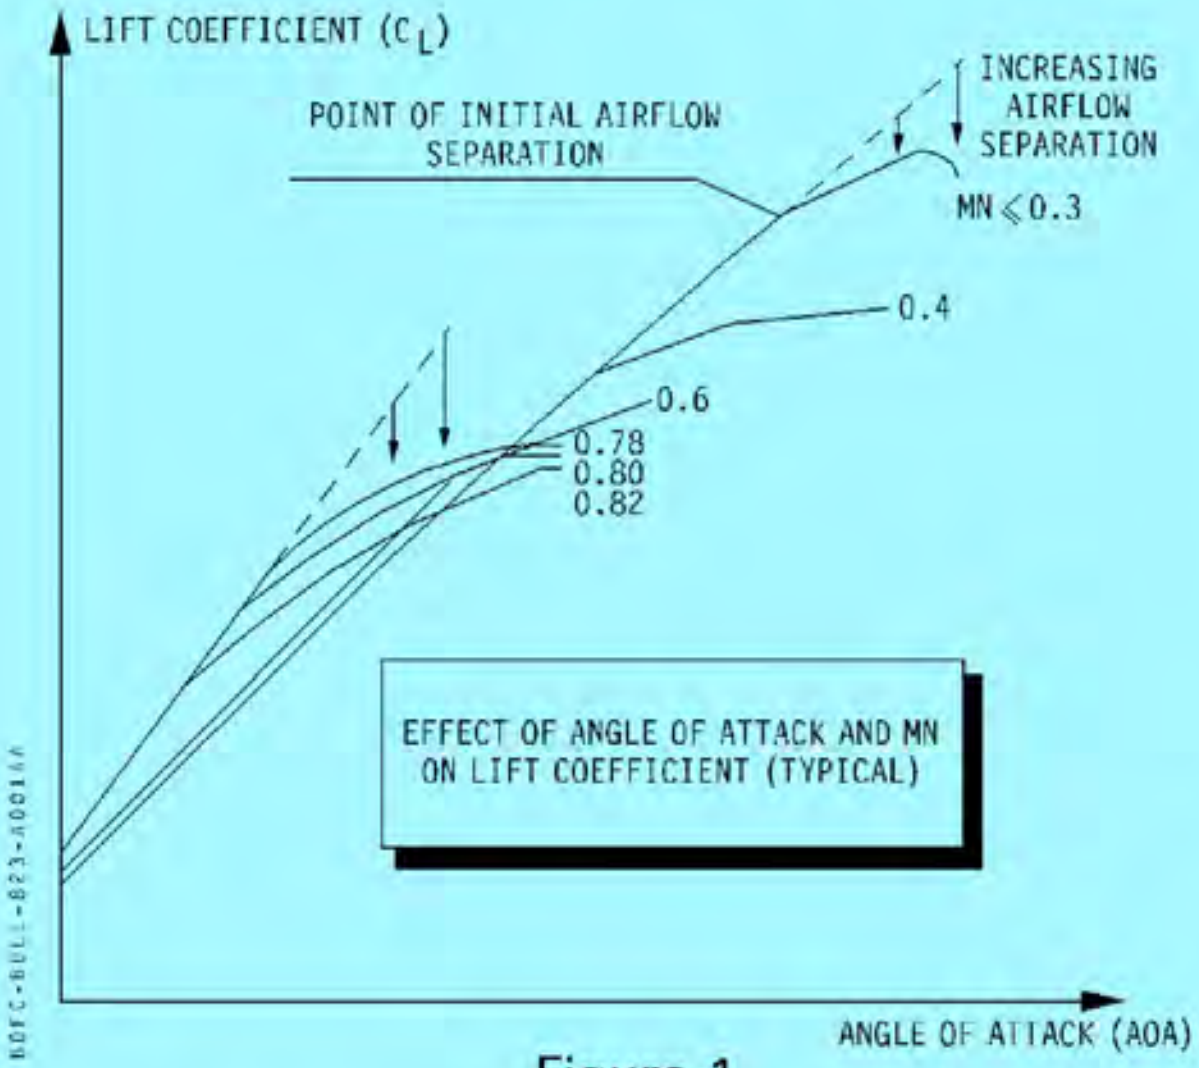
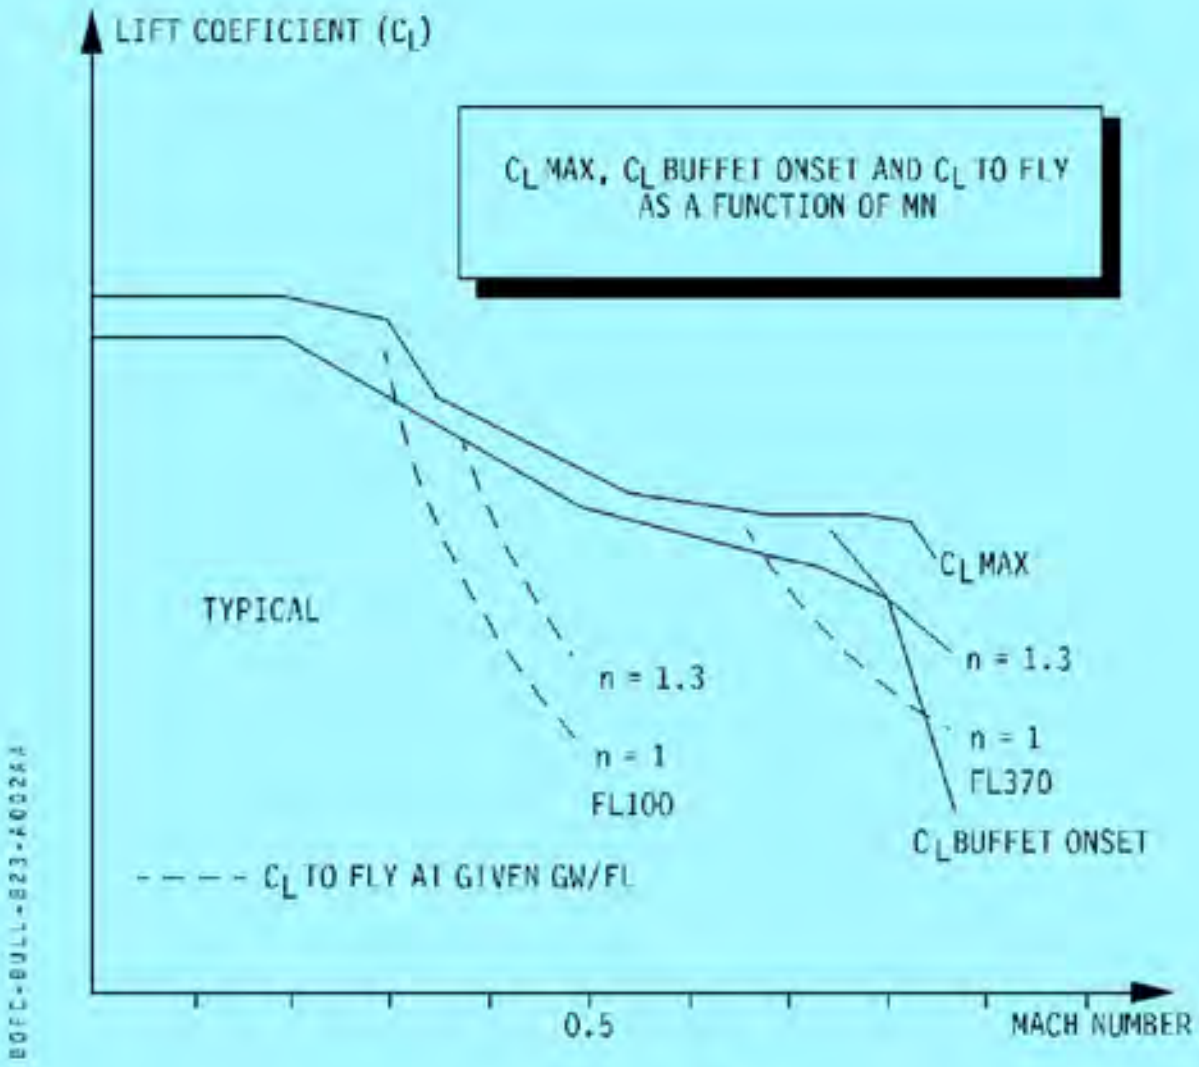
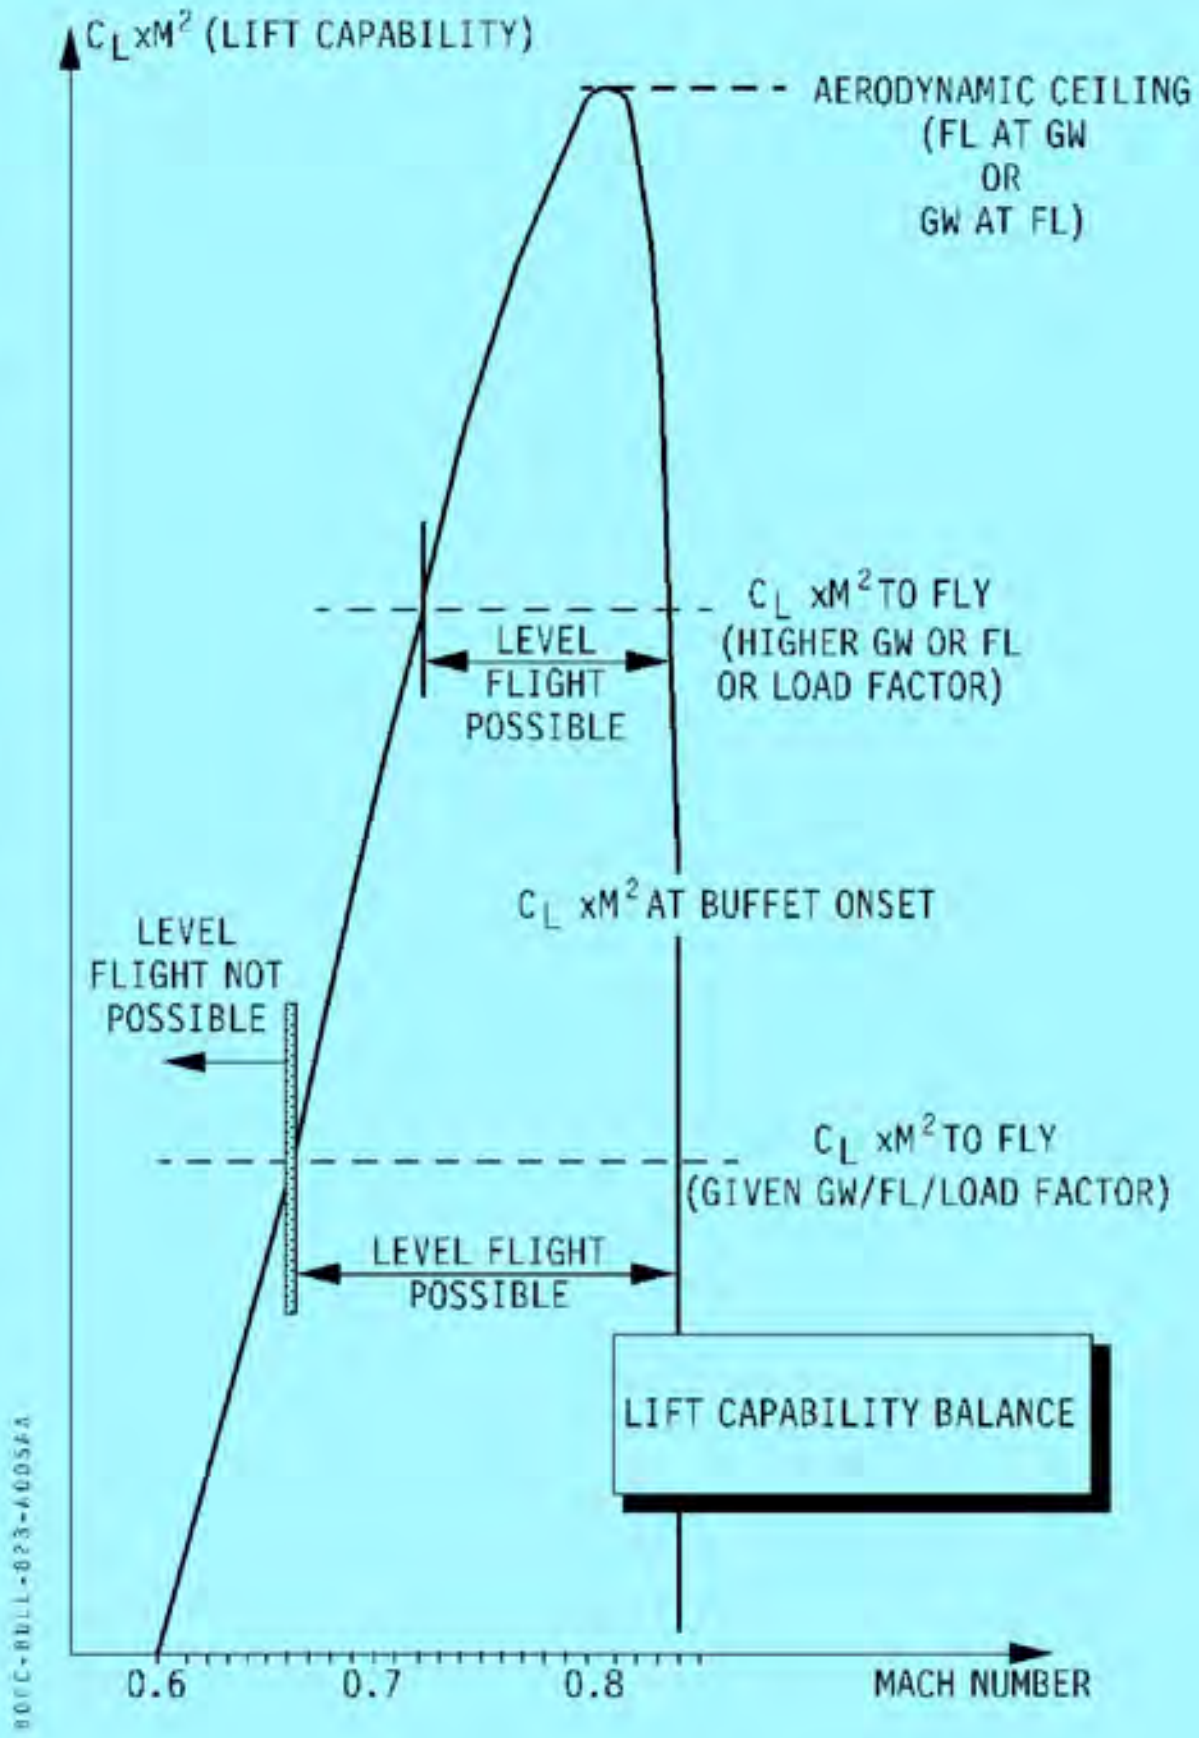

Figure 1
Figure 2
Figure 5
- The airfoil/aircraft lift coefficient (**CL**) is a function of both the **Angle of Attack (AoA)** and **Mach number (MN)** over the entire speed range, as illustraded on **Figure 1**.
- The **Figure 1** illustrates the following aspects :
- MN effect on the Lift Coefficient (CL)/Angle of Attack (AoA) relationship (slope of the linear portion of the curve),
- The **Figure 2** illustrates, in a different form, this latter effect together with the effect of MN on the Lift Coefficient where the Buffet Onset is reached. This Figure will be used later in this Bulletin when discussing the maneuverability aspects (§ **6** hereafter).
- As the airflow separation progresses (starting ahead of the trailing edge and moving forwards), the **lift curve** (lift coefficient as a function of the angle of attack) departs from its linear relationship and collapses with increasing airflow separation, until the complete breakdown of the airflow around the airfoil (stall), at or near the point referrred to as the point of **maximum lift coefficient** (refer to **Figure 1** for illustration).
- Indeed, as the MN or the AoA is increased after the start of the airflow separation at the airfoil trailing edge, the airflow separation progresses forward resulting in a decay of the **Lift Coefficient** as a function of the **AoA** (as illustrated by **Figure 1**) but, because the airflow separation remains limited to that portion of the airfoil chord located aft of the shock, there is no complete breakdown of the overall airflow and, hence, **no sudden reduction in the overall lift capability.**
The **MN** at which the **buffet onset** will occur is hence also a function of the gross weight/load factor and FL, as illustrated by **Figures 2 and 3**.
- The **Figure 2** and **3** provide an immediate illustration of the **margin** being available, at a given set of conditions (GW, FL, MN and load factor), between :
- From **Figures 2** and **3**, it is obvious that any change in any condition (MN or FL or GW or load factor) or set of conditions will result in a corresponding change in the **Lift Coefficient** (CL) **margin** ($C_{L2} - C_{L1}$).
- The **Figure 5** presents a different illustration of the maneuverability margin by providing the lift capability balance as a function of the MN.
- with reference to the **Figures 2** or **3**, the lift capability at the buffet onset is similarly reflected by the term **C_L FOR BUFFET ONSET x M^2** which is a function of the MN, as illustrated by Figure 5.
- from **Figure 5**, it can be inferred that, at given conditions (GW/FL/load factor), **sustained level flight, without buffet, is possible only when** :